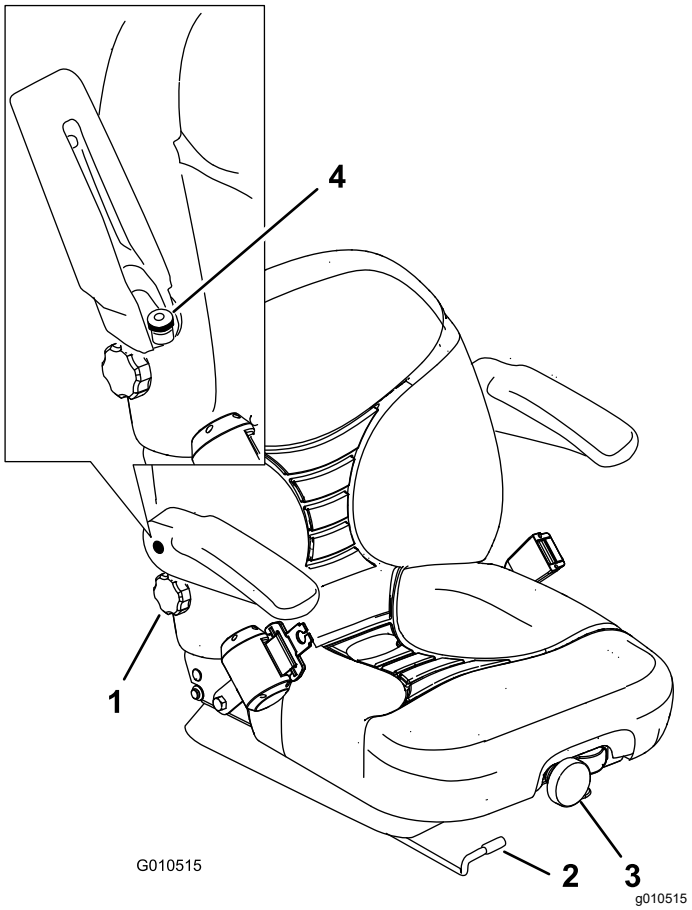

**Figur 34**
1. För spaken i sidled för att låsa upp sätet (Figur 34).
Justera genom att vrida den främre ratten i endera riktningen för att uppnå bästa bekvämlighet (Figur 34).
Justera genom att vrida ratten under det högra armstödet i endera riktningen för att uppnå bästa bekvämlighet (Figur 34).
Höj armstödet och vrid på ratten i endera riktningen för att uppnå bästa bekvämlighet (Figur 34).